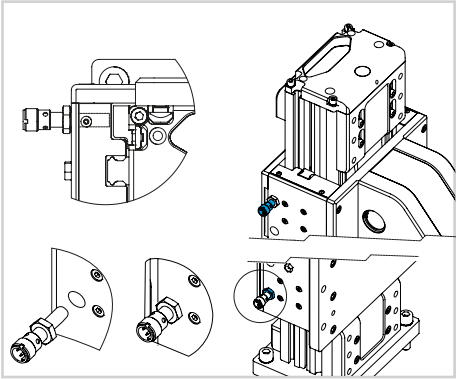

图 28
4) 将接近开关插入滑架板上，并将其拧紧，直到与传感器感应块接触。然后将其松开 1/2 圈，使其达到正确的距离（图 28）。
5) 拧紧接近开关的锁紧螺母，让其就位（图 28）。